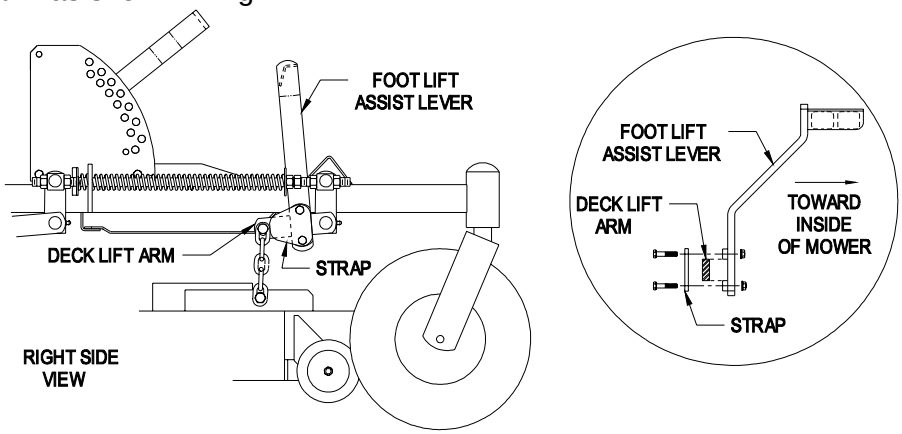

FIG. 2
a) Remove the lift assist arm from the rear deck lift arm or the seat base frame (the lift assist is fastened in this position for shipping only) and attach to the front deck lift arm as shown in Fig. 2.